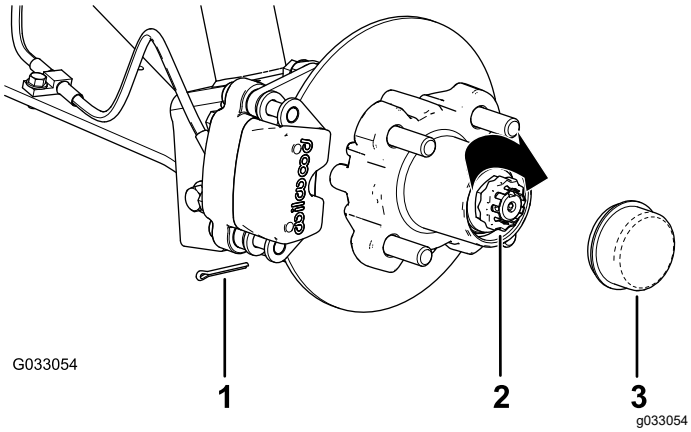

Figur 32
8. Montera hållaren över muttern och kontrollera inriktningen mellan skåran i hållaren och hålet i spindeln för saxpinnen (Figur 32).
9. Montera saxpinnen och böj benen runt hållaren (Figur 32).
10. Montera dammkåpan på navet (Figur 32).